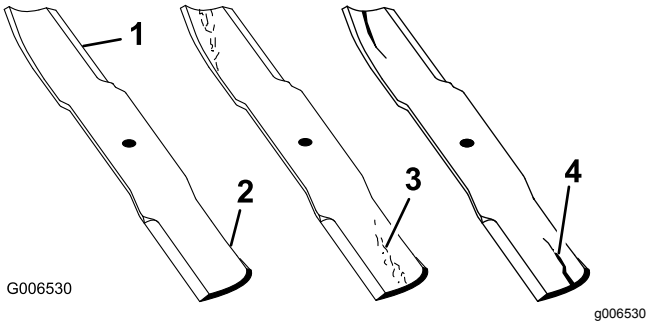

**Figure 64**
1. Examinez le tranchant des lames (Figure 64).
4. Remplacez immédiatement toute lame fendue, usée ou qui présente une entaille (Figure 64).